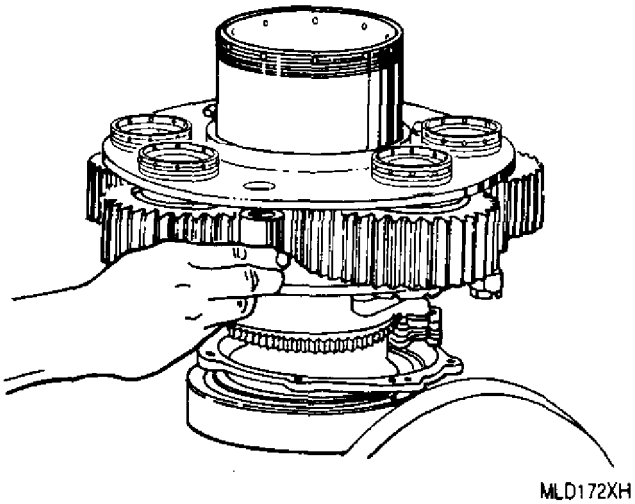

Figure 24. Installing Spacer Blocks
(2) Apply MIL−PRF−23699 engine oil to ID of spacer blocks (34, figure 8) and bolts (35). Insert the spacer blocks (figure 24).